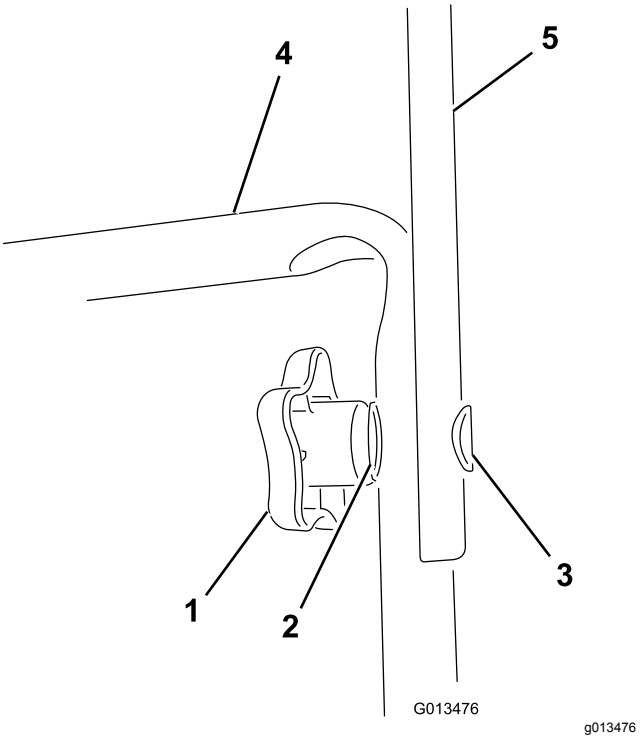

Figur 1
2. Monter maskinens øverste håndtag på det nederste håndtag med håndtagsknapperne, de buede skiver og ovale bolte som vist i Figur 1.